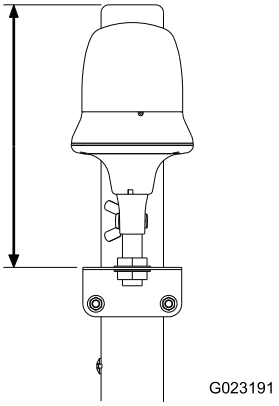

Bild 23
2. Positionieren Sie die Rundumleuchtenhalterung so, dass sie 32 cm von der Oberkante des Überrollschutzes entfernt ist, und ziehen Sie die U-Bügelmuttern an, wie in Bild 23 abgebildet.